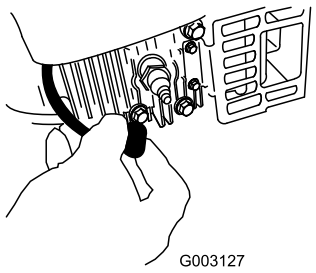

**Figur 33**
2. Lossa tändkabeln från tändstiftet (Figur 33) innan du utför underhåll.